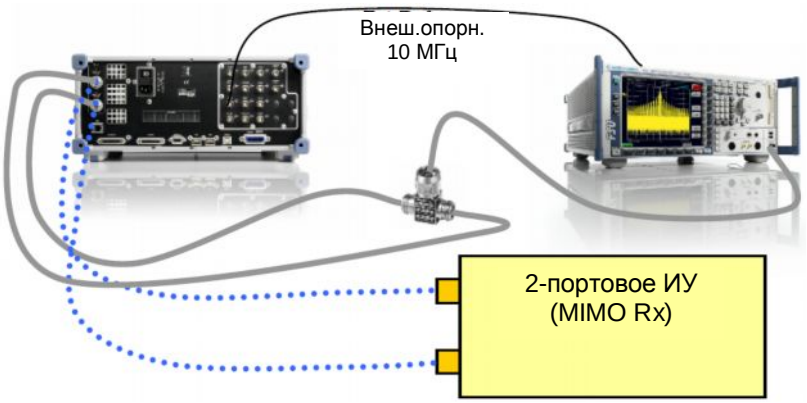

Рис. 5.1 – Измерительная установка для подстройки фазы
- Подключить приборы как показано на рис. 5.1